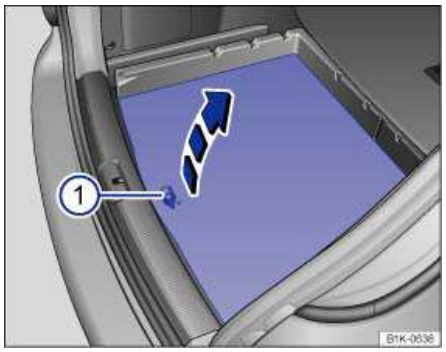

**Fig. 181** In the luggage compartment: Lifting up the floor panel.
- Lift the floor covering by the loop ⇒ fig. 181 (1) and if necessary remove it from the luggage compartment.